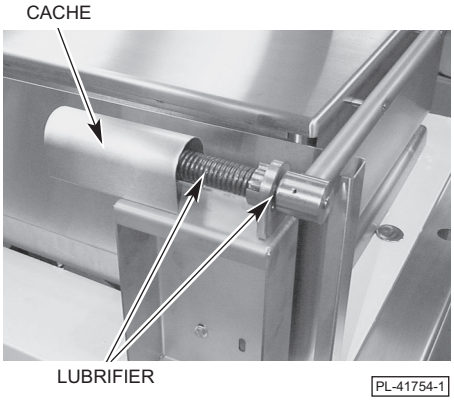

Fig. 9
2. Forcez l'ouverture de la cache et enlevez-la (fig. 9).